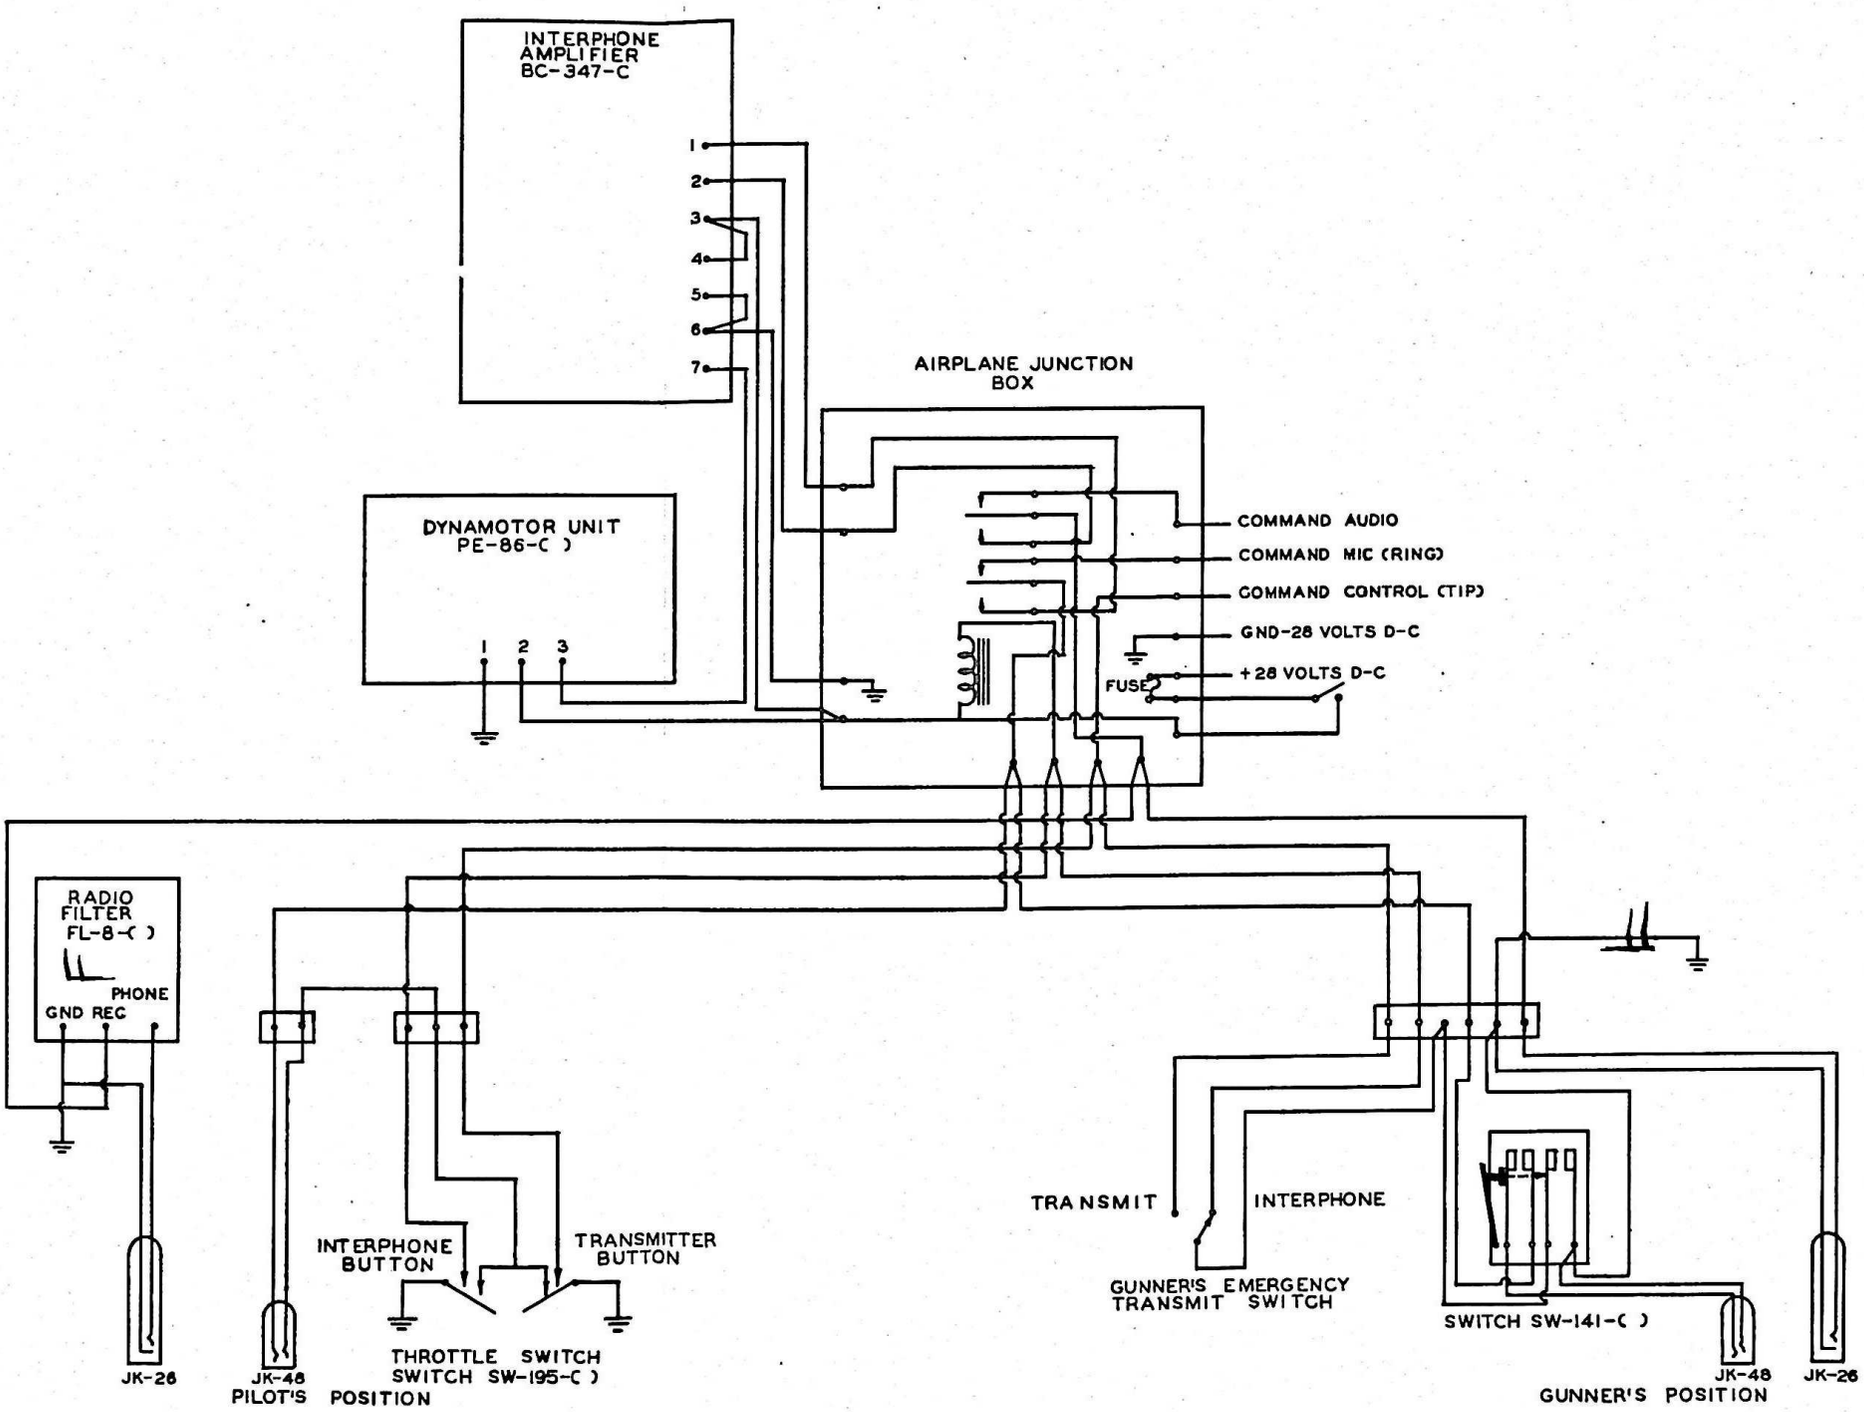

Figure 7-2. Interphone Equipment RC-175—Schematic Wiring Diagram of Typical Installation.
c. WIRING.—After the interphone amplifier, dynamotor and other components have been mounted in the proper locations, interconnect them with Air Force wire (Specification AN-J-C-48) in compliance with Specification AN-W-14. Wire the circuits in accordance with standard Air Force drawings. Connect all incoming wires for the amplifier to the soldering lugs on the underside of the jack terminal strip. The jack terminal strip is mounted on the bottom of the box and may be removed from the box when making the connections. If audio howl or feedback occurs under any condition, shield all the microphone leads. A schematic of a typical installation is shown in figure 7-2.